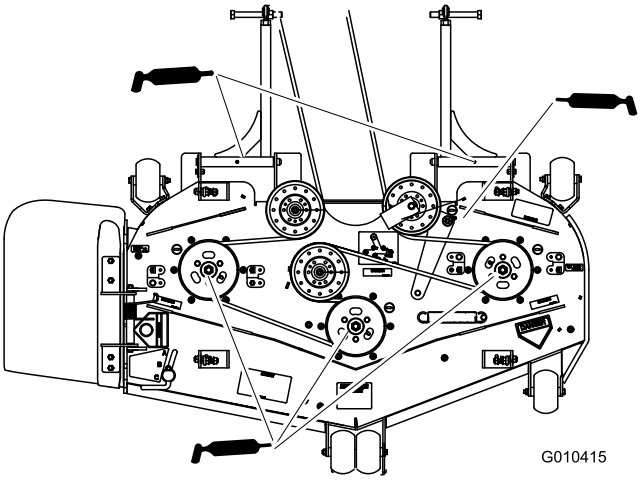

Figur 35
4. Smør de tre spindellagrene under leverullene inntil fett kommer ut av de nedre forseglingene (Figur 35).
5. Smør lederullarmen på klippeenheten (Figur 35).
6. Smør niplene på trykkarmene (Figur 35).